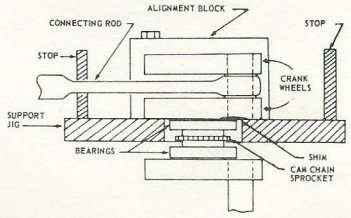
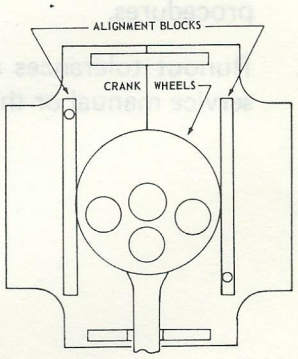

Figure 2
Figure 3
9. Place proper stops (2) on support jig body.
10. Install alignment blocks (3) on support jig body with 5/16" bolts. Do not tighten.
11. To prevent pressing crankpin through crank wheel, place a suitable shim under left crankpin between recessed area of left inner crank wheel and support jig body. See Figure 2.
12. Install connecting rod bearing, connecting rod and crankpin washers on left crankpin. Connecting rod should lie in slotted stop (2).
14. Tap alignment blocks (3) until crank wheels are perfectly aligned and touching both alignment blocks. Tighten 5/16" bolts to secure alignment blocks. See Figure 3.
15. Place a press box over left outer crank wheel and slowly press crank wheels together until press box "bottoms out" against stops (2). Left crank wheels are now properly spaced.
16. Remove alignment blocks (3) and stops (2) from support jig bidy (1). **Do not** remove support jig from crankshaft assembly.
18. Install alignment blocks (3) and stops (2) on support jig body (1) as in steps 9 and 10.
20. Remove alignment blocks (3), stops (2) and support jig (1) from crankshaft assembly.